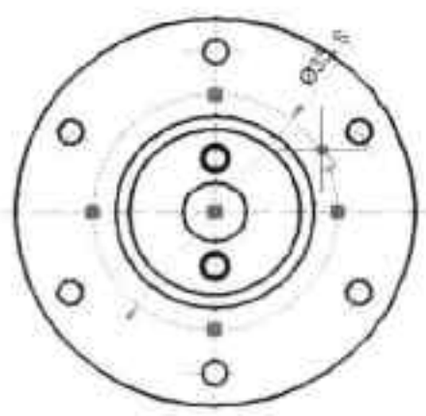

图9-99 改变之前
- 关联标注：当与其相关联的图形对象被修改时，标注尺寸将自动调整其测量值，如图9-99、9-100所示。